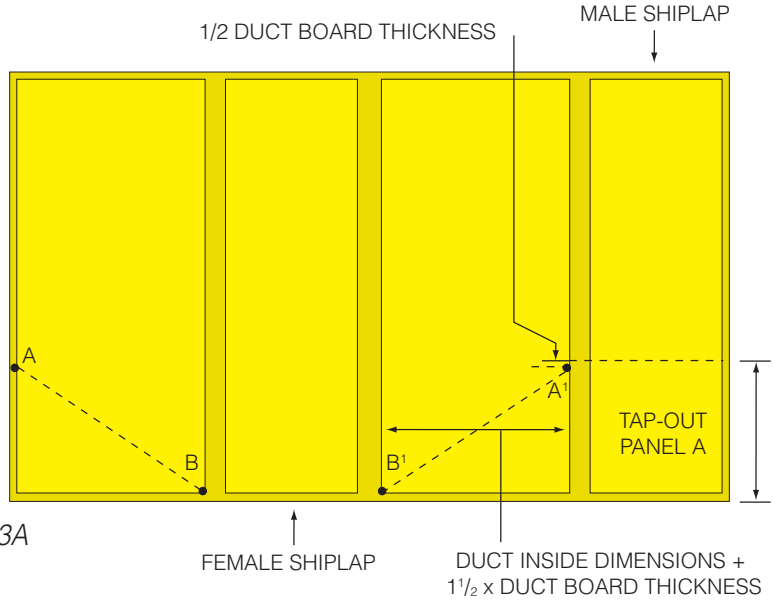

Fig. 3-3A
2. Draw diagonal lines A - B and A' - B' for turning vane placement (Fig. 3-3A).